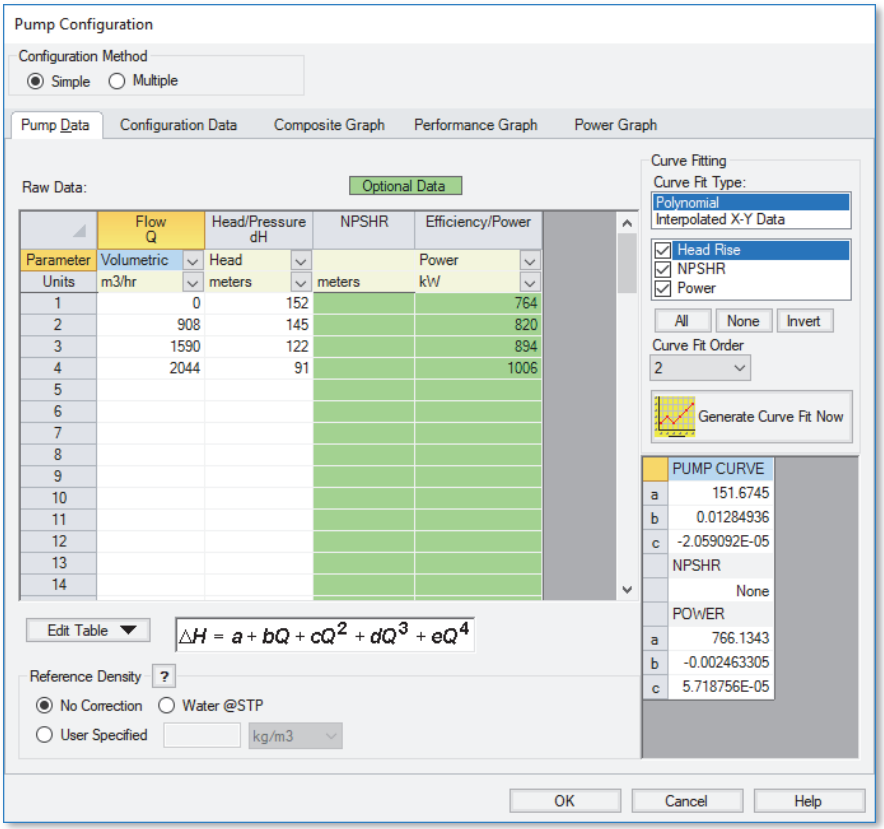

Figure 6.3 Pump J2 performance data
5. Click the “Enter Curve Data” button and enter the following data (Figure 6.3). Ensure that Power is selected in the Efficiency/Power area):